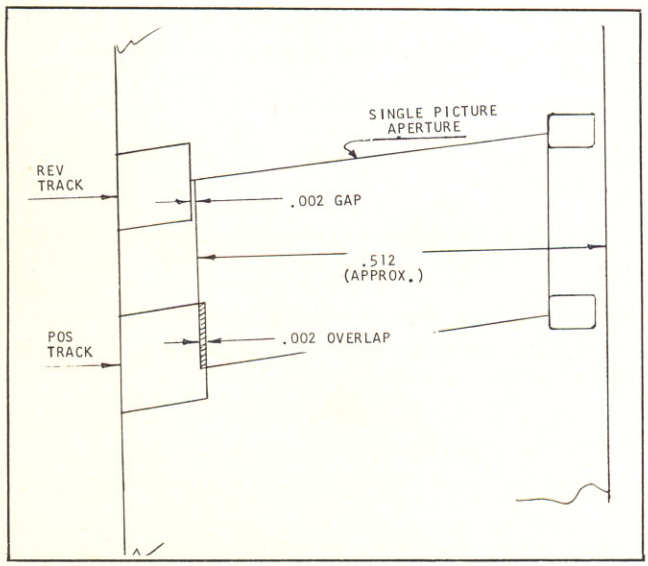

Figure 2. Aperture Locations (When Used with Single Aperture Jaw or with Single Aperture of 4-Way Aperture Jaw) (6101-CS 16MM)
In use with the single and 4-way aperture picture heads, both of which have only one size picture aperture, move the selector knob on soundhead to REV for printing on reversal material and to POS when printing on negative-positive materials. A dense stripe will then be printed between picture and track on either type of material. See Figure 2.
(1) Remove filter holder and turn lamp on. Filter holder is retained with a thumbscrew. Fasten a white card to the gear case with tape in such a position that the filament image is projected onto the card at 90 degrees and approximately 2 or 3 inches in front of the aperture. When correctly aligned the filament image will appear to be centered laterally within an unsharp halo of light completely surrounding it and centered or slightly above center vertically (see (A) Figure 2).
(2) If the image appears to be not centered laterally within the halo, it will be necessary to readjust the lamp socket tube in or out within the lampholder. This adjustment should be made first. If the image appears to be closer to the bottom of the halo, remove the lamp and reinsert 180 degrees opposed in the socket. If the image is not approximately centered vertically and shaped within the halo as pictured in Figure 2 (A), it will require rotational adjustment. If the filament image cannot be separated from the halo rim at top or bottom during adjustment, the lamp should be discarded and another one inserted. If the image appears to have a very dark lead-in coil, it will require rotational adjustment (see (C) Figure 2).